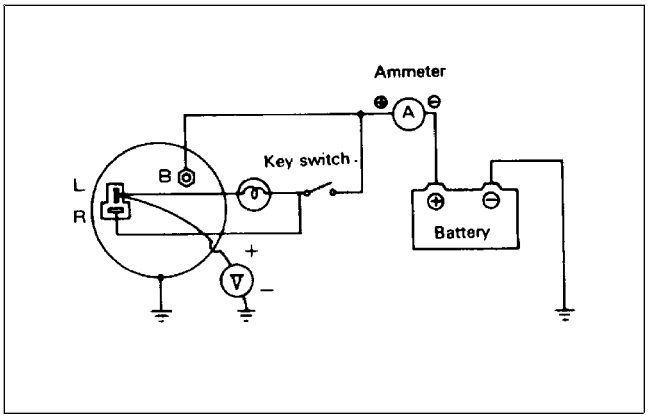

Figure 34
1. Install an ammeter between the positive (+) terminal of the battery and terminal “B” of the alternator (Fig. 34).